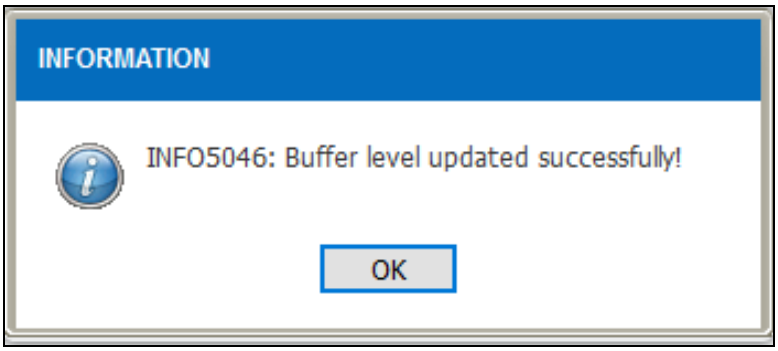

Figure 3.2-3 Save Record
- *Information record will be displayed as shown in Figure 3.2-3.*